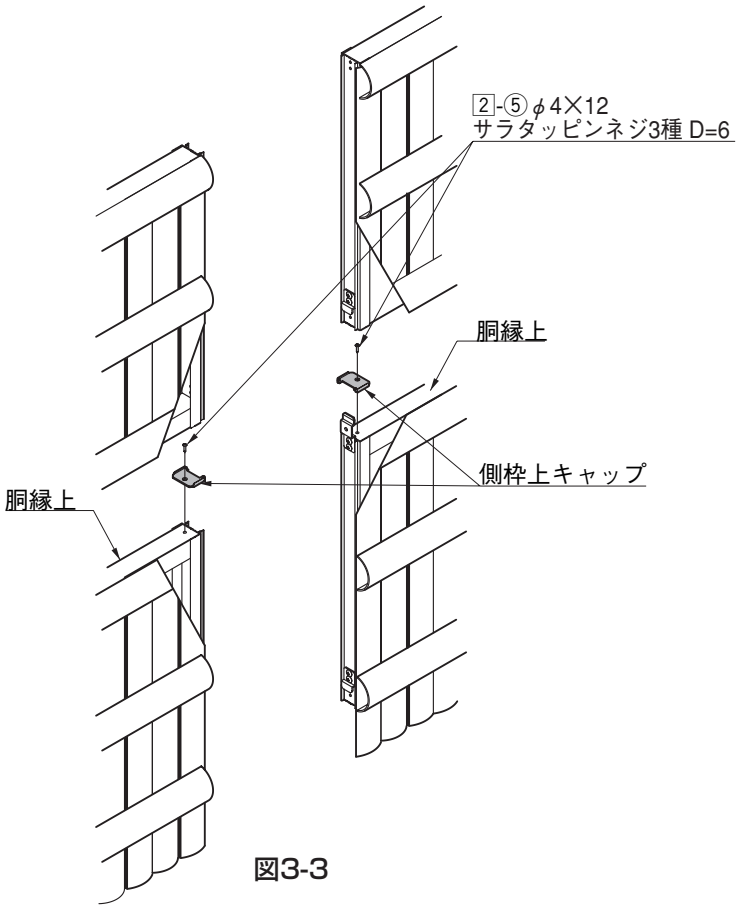

図3-3
❸側枠に側枠上キャップをかぶせ、2-⑤で胴縁上に取付けてください。（図3-3参照）